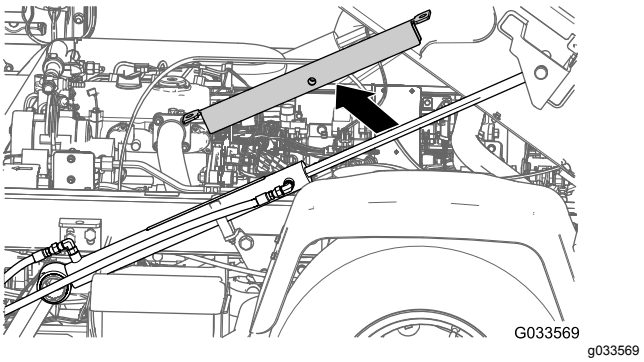
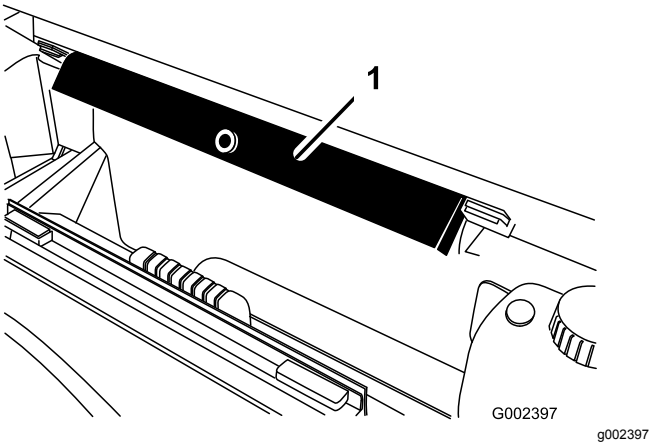

Figur 34
Figur 35
2. Ta bort flakstödet från lyftcylindern och förvara det på förvaringshållarna på vältskyddspanelens baksida (Figur 34 och Figur 35).